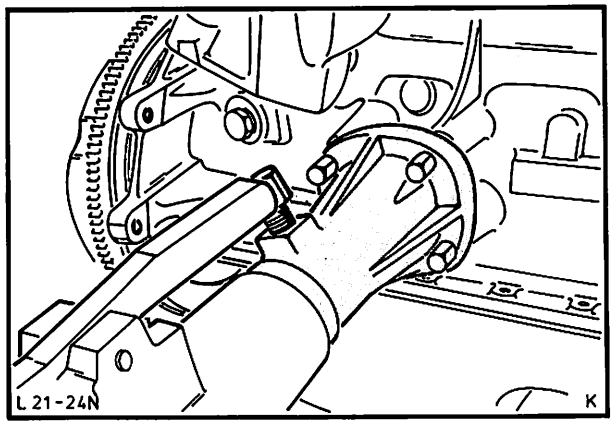

Abb. 33 Motor mit Aufspannvorrichtung 21-031 am Montageständer befestigen
1. Motor mit Aufspannvorrichtung 21-031 und Universalwelle 21-023 am Montageständer befestigen, Abb. 33.